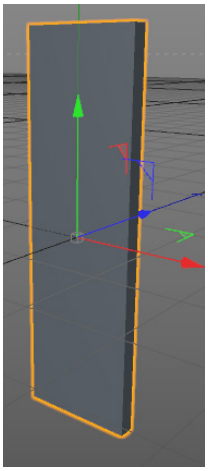

Figure 2-9 *Rectangle extruded in the Perspective viewport*
4. Select *Rectangle* in the Object Manager. Press and hold the left mouse button on *Rectangle* and drag the cursor to *Extrude* in the Object Manager; *Rectangle* is connected to *Extrude* in the Object Manager. Also, *Rectangle* is extruded in the Perspective viewport, as shown in Figure 2-9.